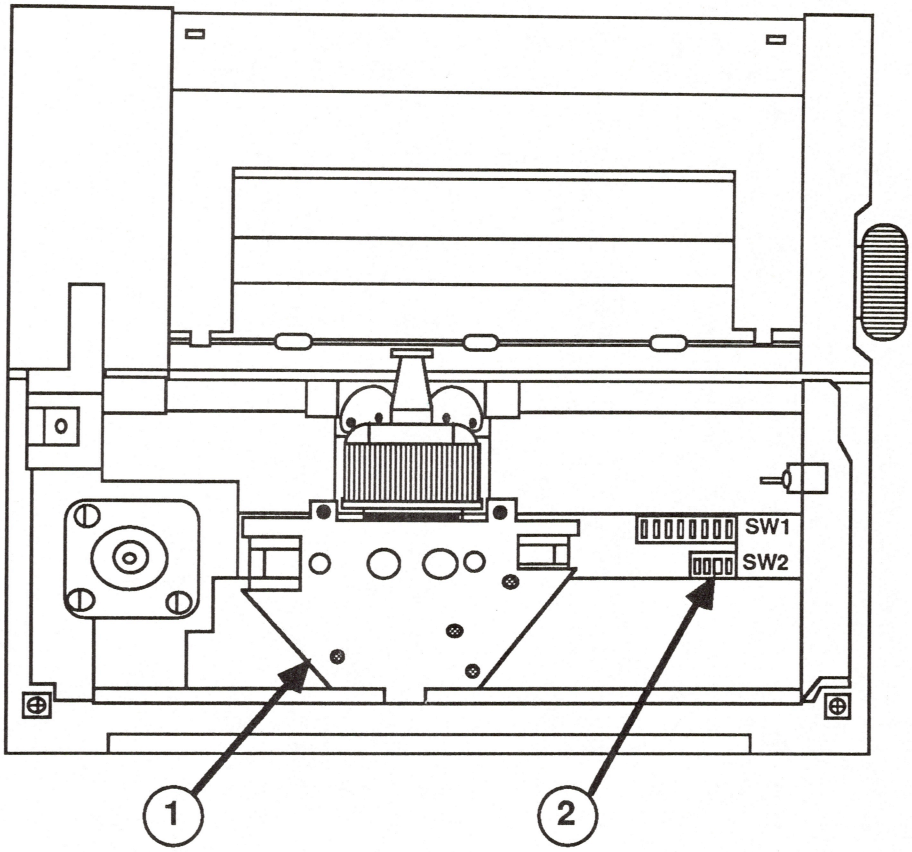

FIGURE 6
3. Slide the carrier all the way to the left. (See Figure 6, #1).
4. Locate switches SW 1 and SW 2. (See Figure 6, #2.)